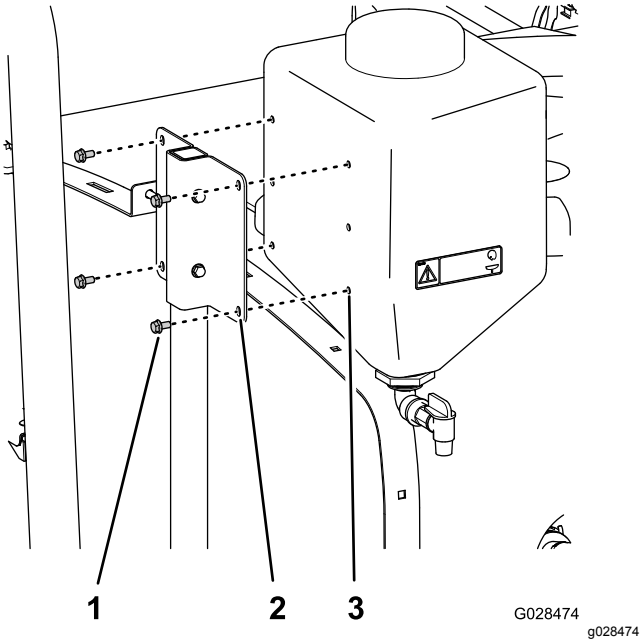

Figur 37
5. Rett inn de gjengede innleggene i ferskvannstanken med hullene i ferskvannstankfestet (Figur 37).
6. Fest ferskvannstanken til festet (Figur 37) med fire flenshodebolter (5/16 x ⅝ tomme).